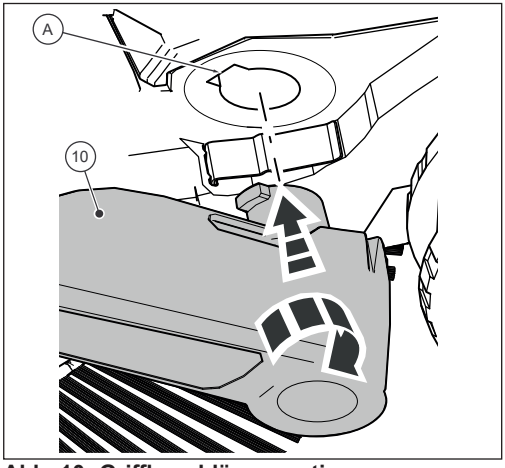

Abb. 10: Griffbeschläge montieren
2. Setzen Sie einen der beiden Griffbeschläge mit der Rastnase am Griffbeschlag (10) an die dafür vorgesehene Nut am Rahmen (A) an, so dass dieser einrasten kann (Abb. 10).